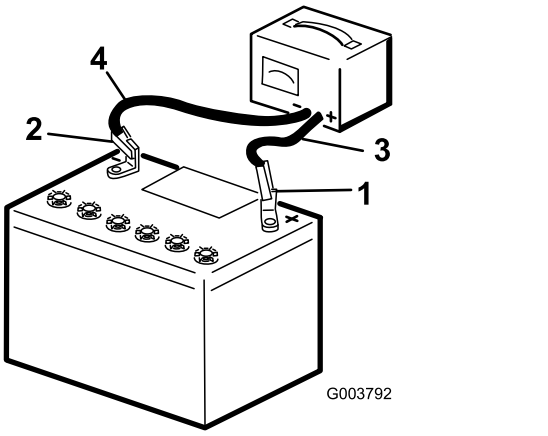

Figura 39
2. Cargue la batería durante 10 a 15 minutos a 25–30 amperios, o durante 30 minutos a 4–6 amperios (Figura 39). No sobrecargue la batería.
3. Cuando la batería esté completamente cargada, desconecte el cargador de la toma de electricidad, luego desconecte los cables del cargador de los bornes de la batería (Figura 39).